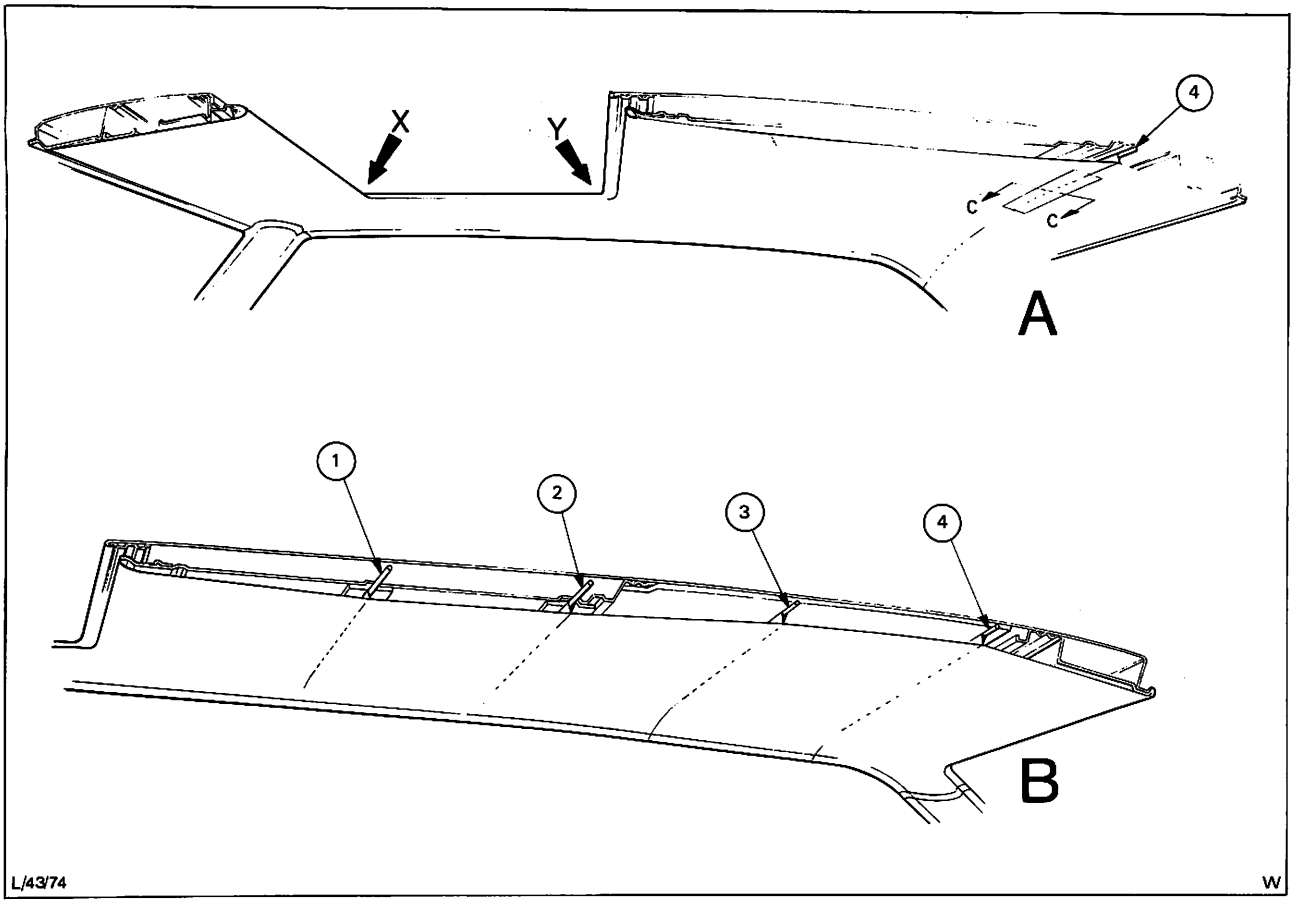

Abb. 28 Himmel und Spanndrähte – Stahlkurbeldach
1. Befestigungsmutter des Stoßfängerhorns und deren Unterlegscheibe entfernen und Horn vom Stoßfänger abnehmen, Abb. 28.
12. Den Himmel mit den Spanndrähten von hinten Nr. 4 beginnend, nach vorne in die seitlichen Aufnahmen der Dachrahmen einsetzen, Abb. 28, B.